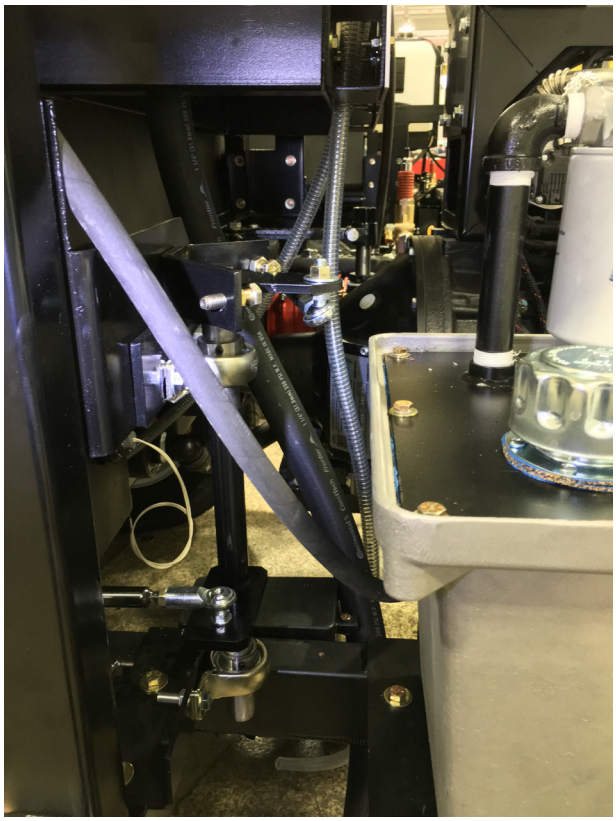

Fig. 23-2
b. Using a torque wrench, 1-1/2" socket, and an extension (if needed), attach socket to clutch lever hex nut. See Fig. 23-2.